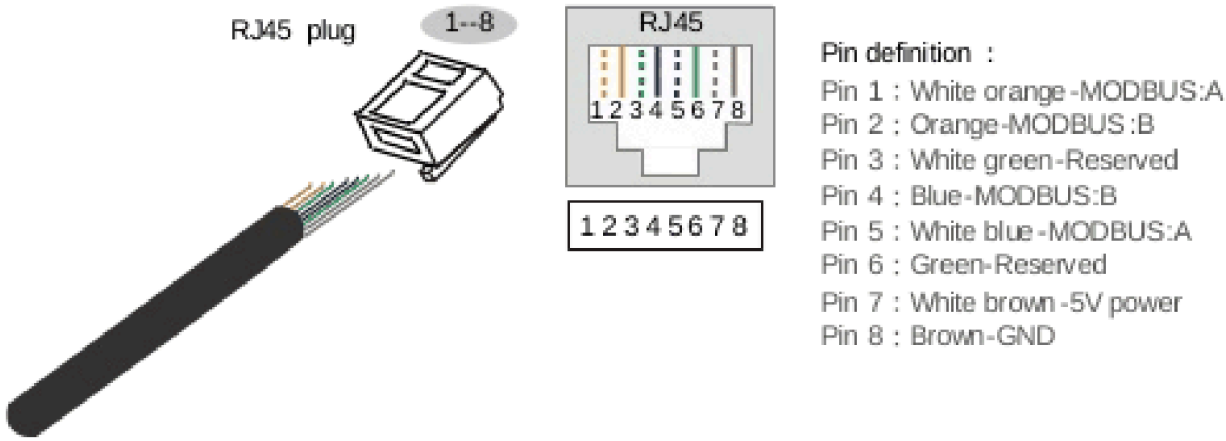

FIGURA 2-13 Piedinatura della porta MODBUS
1. La porta MODBUS serve alla comunicazione MODBUS con un sistema di supervisione. Ha un connettore RJ45; la piedinatura è mostrata nella Figura 2-13